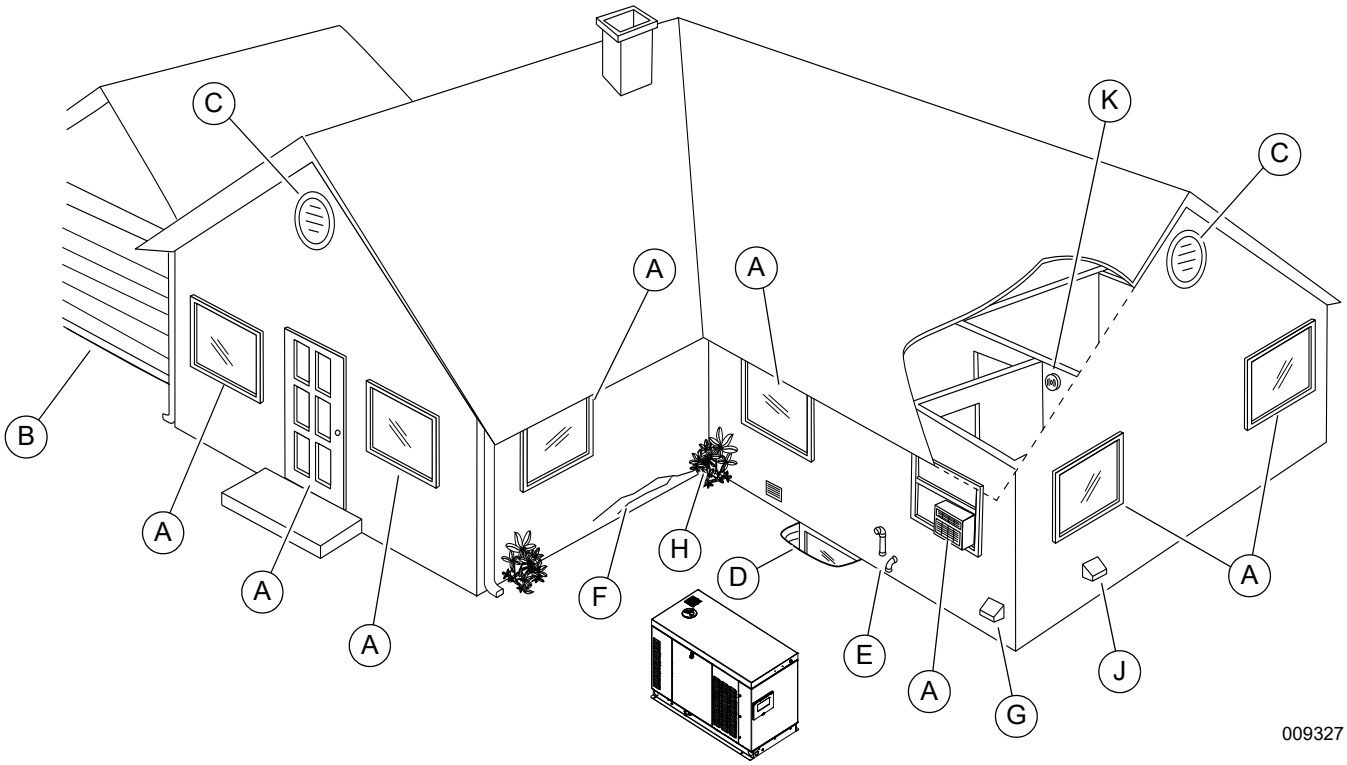

Figure 3-1. Carbon Monoxide—Potential Entry Points
- See ***Figure 3-1***. Keep a minimum clear working space around each side of the generator to facilitate service or maintenance. See NEC Article 110.26 for clarification.
See ***Figure 3-1***. CO detectors (K) must be installed and used to monitor for CO and to warn individuals about the presence of CO. CO detectors must be installed and tested in accordance with the CO detector manufacturer’s instructions and warnings. Contact local building inspection department for any applicable requirements concerning CO detectors. See NFPA 72, National Fire Alarm and Signaling Code, and Section R315 in the ICC International Residential Code for more information.
See ***Figure 3-1***. Generator exhaust can enter a structure through large openings, such as windows and doors. However, exhaust and CO can also seep into the structure through smaller, less obvious openings.